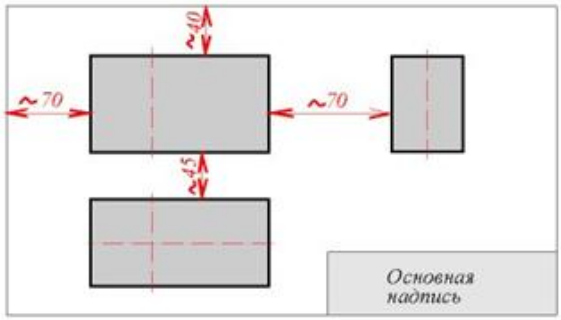

рис.1.2
1. На формате А3 построить штрихпунктирные оси, наметить размещение видов и учесть их компоновку в плоскости формата рис.1.2